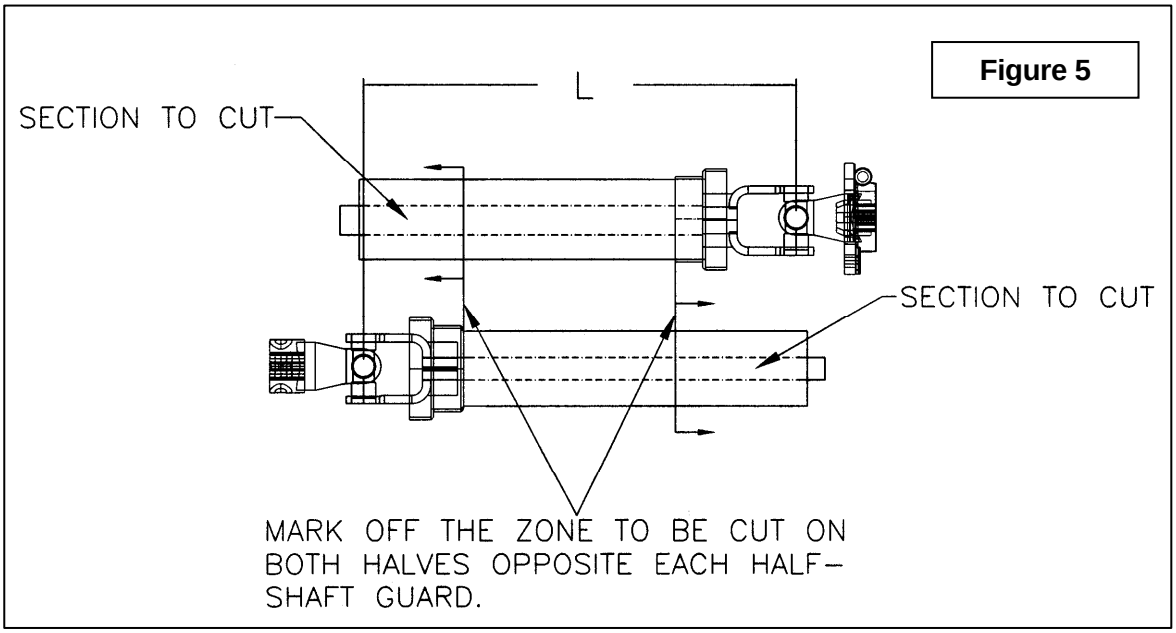

Figure 5
3. Hold the two half-shaft side by side and locate the **"L"** length between the two center-to-center half-shaft universal joints. Mark off the zone to be cut on both halves opposite each half-shaft guard as shown on figure 5.